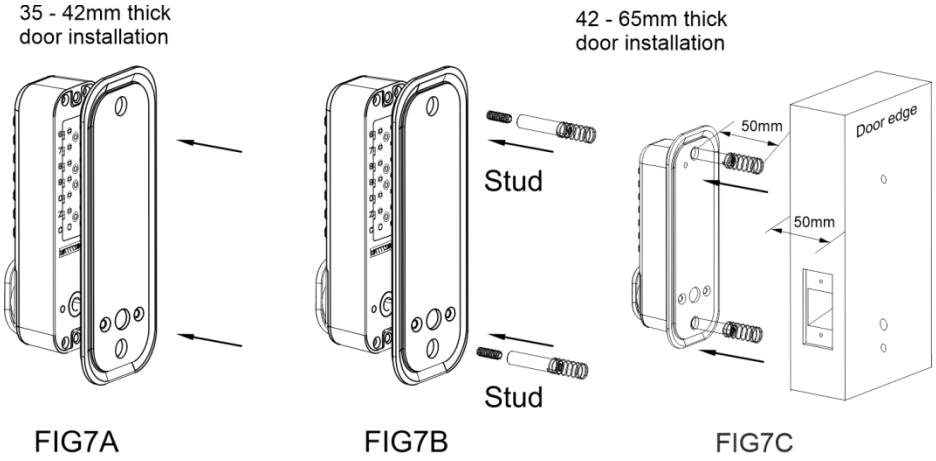

FIG7A FIG7B FIG7C
1) Bei der Montage von 35 bis 42 mm dicken Türen die Gummimatte einsetzen (siehe Abb. 7A).